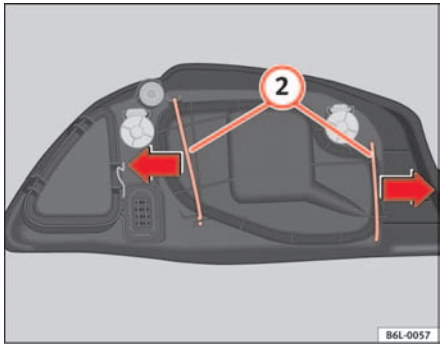

Fig. 140 Dipped headlight lamp
– Remove the loops (2) ⇒ fig. 140 outwards in the direction of the arrow and remove the cover.
– Fit the plastic cover and replace the loops (2) ⇒ fig. 140.